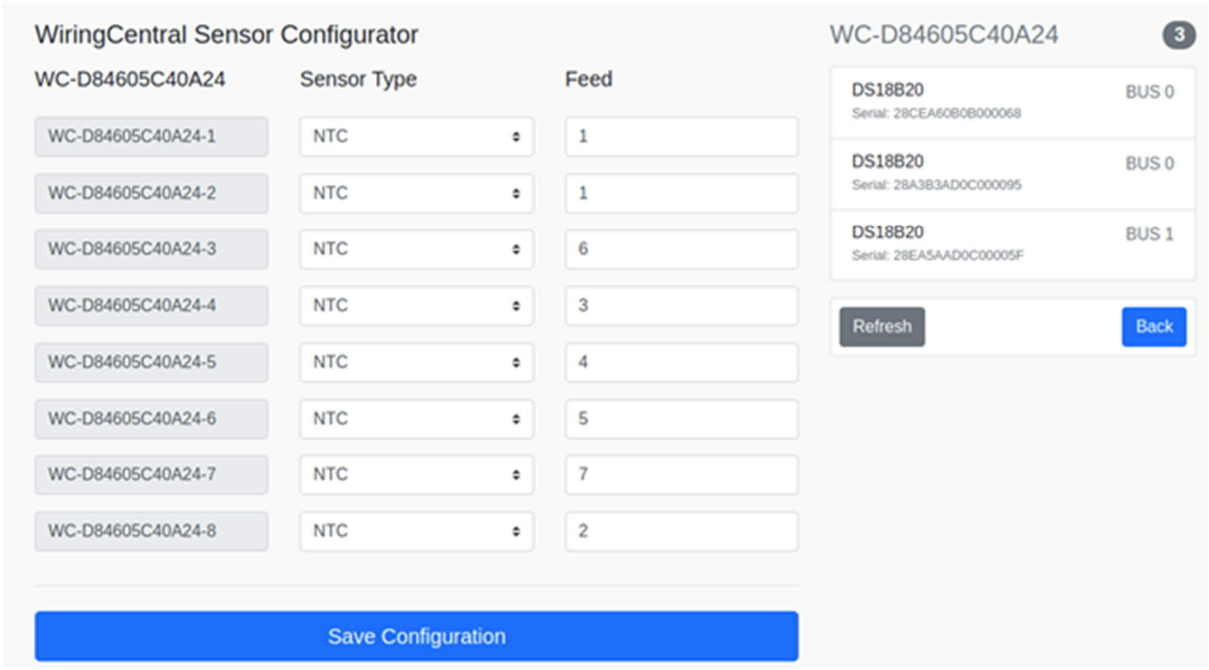

Figure 4.6
4.3.6.9. On the right-hand side is a list which displays the connected and operational temperature sensors MAC address See Figure 4.6
4.6.1. On the right-hand side is a list which displays the connected and operational DS18b20 temperature sensors see. Figure 4.6